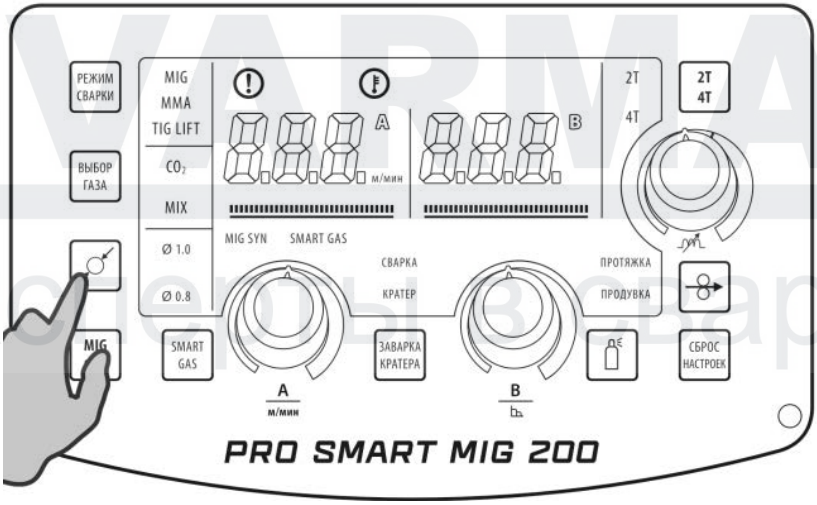

Рис. 8.6.4. Выбор диаметра сварочной проволоки.
**4.** Выберите диаметр сварочной проволоки (См. рис. 8.6.4) в зависимости от толщины свариваемого металла (См. табл. 7.0.1, поз. 4).